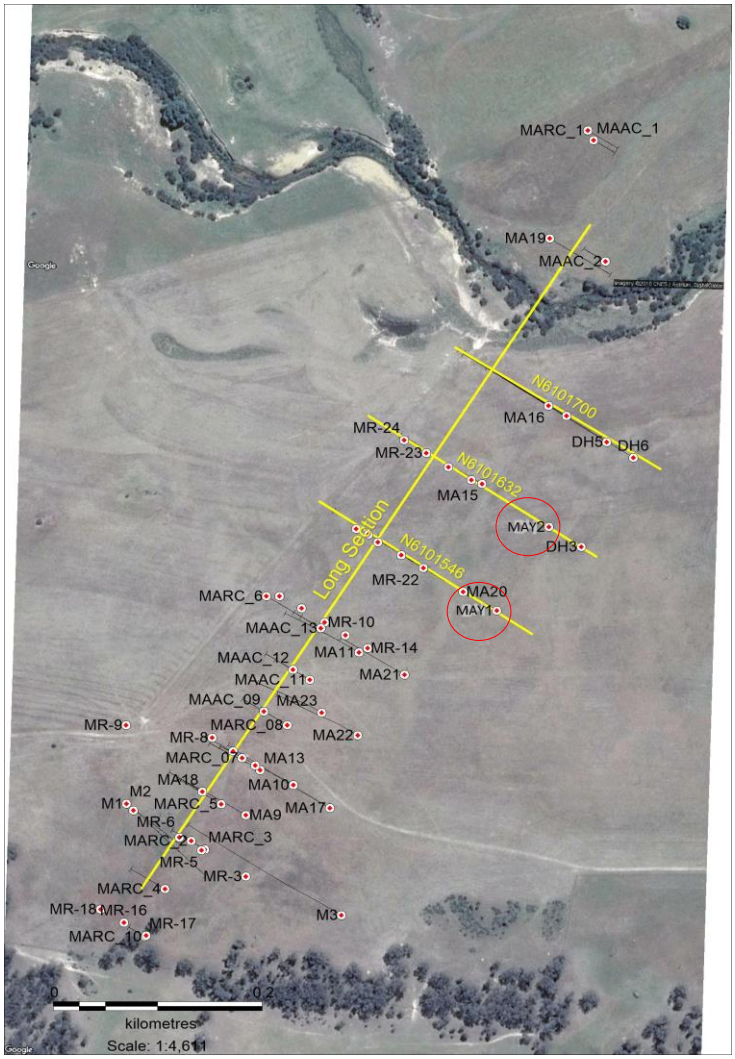

Figure 2: Location of MAY1 and MAY2 drill holes (circled red) and historic drill holes
The drill program targeted down-dip and along-strike extensions of known mineralisation at the Mayfield Project (see Figures 2 and 3), and was designed to confirm the continuity and consistency of the high-grade mineralisation within the project area.
During the December quarter, two angled (-60 deg) drill holes were completed - MAY1 and MAY2. These two holes were commenced initially as Reverse Circulation (RC) percussion holes but due to poor ground conditions, were completed as diamond drill holes. MAY1 was terminated at 261.6 metres and MAY2 was terminated at 216.5 metres. The location of these two drill holes are illustrated in Figures 2 and 3.